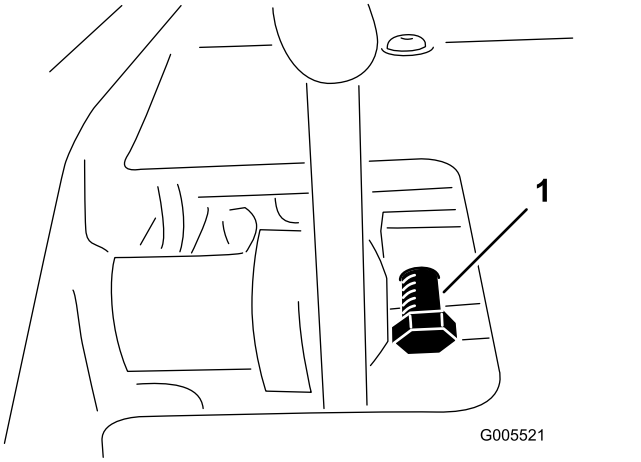

Figur 55
1. Lossa kontramuttern på pedalens låsskruv (Figur 55).